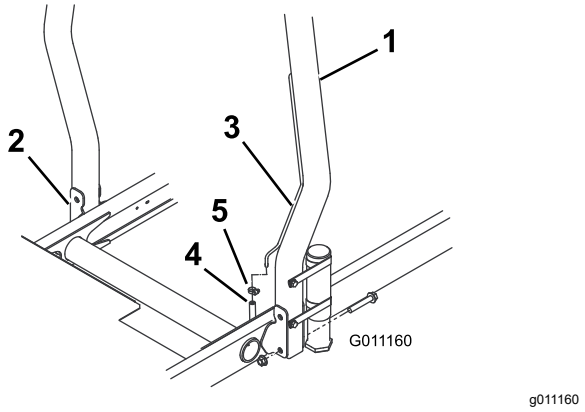

Figuur 8
1. Breng de rolbeugel omlaag op de montagebeugels van de tractie-eenheid en lijn de montageopeningen uit. Controleer of de ontluchtingsbuis van de rolbeugel zich aan de linkerkant van de machine bevindt (Figuur 8).
2. Bevestig de beide zijden van de rolbeugel aan de montagebeugels met 2 flenskopbouten en 2 borgmoeren (Figuur 8). Draai de bevestigingen vast met een torsie van 81 N·m.